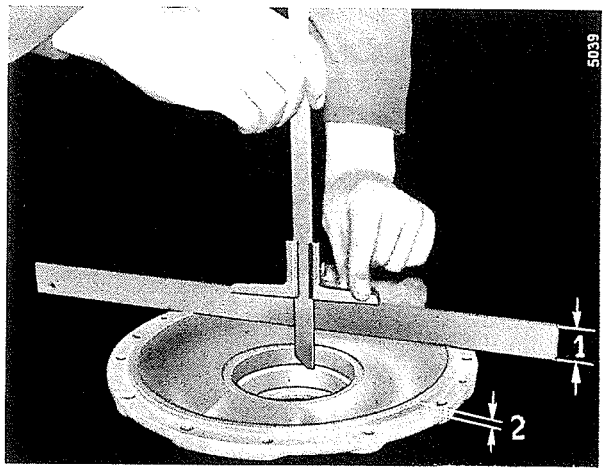

Bild 362
B) Die Tiefe des Kugellagersitzes im Zahnraddeckel zur Ebene der Deckelauflagefläche, Bild 362.